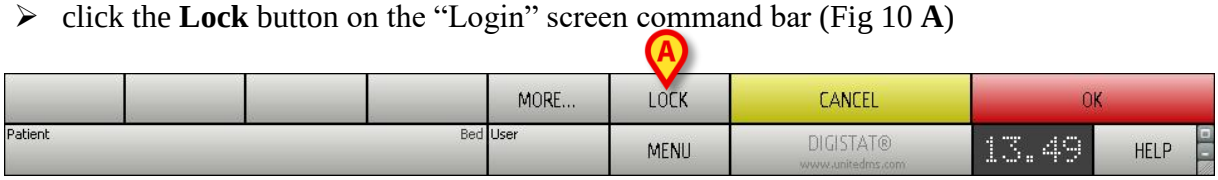

Fig 10
- click the **Lock** button on the "Login" screen command bar (Fig 10 **A**)